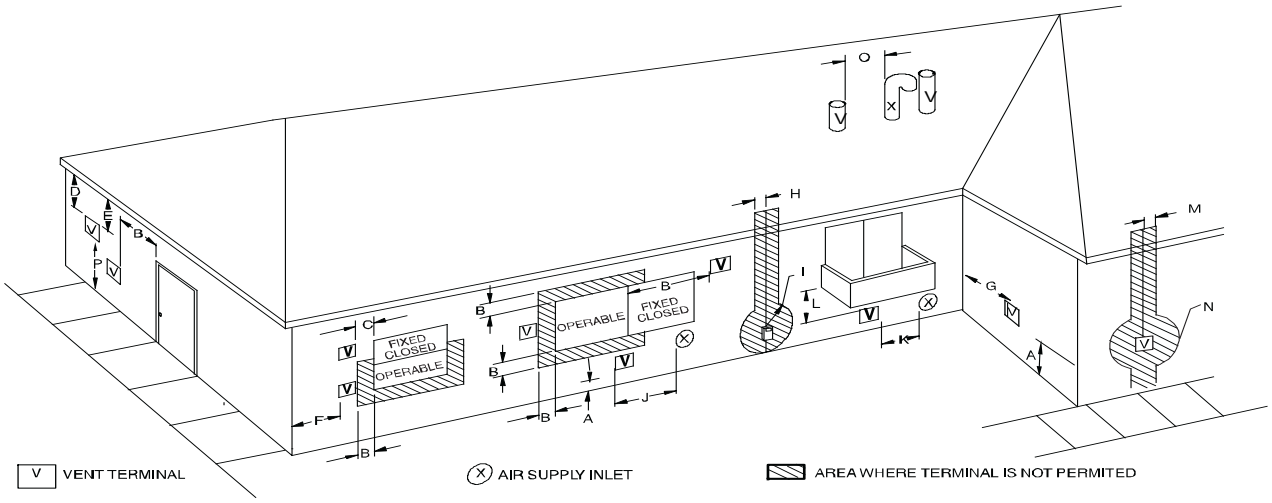
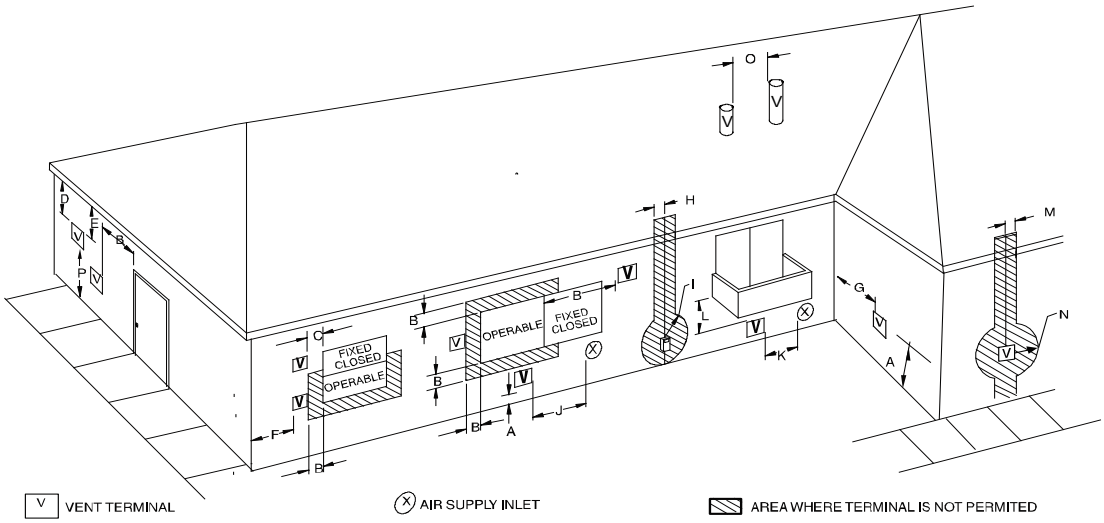
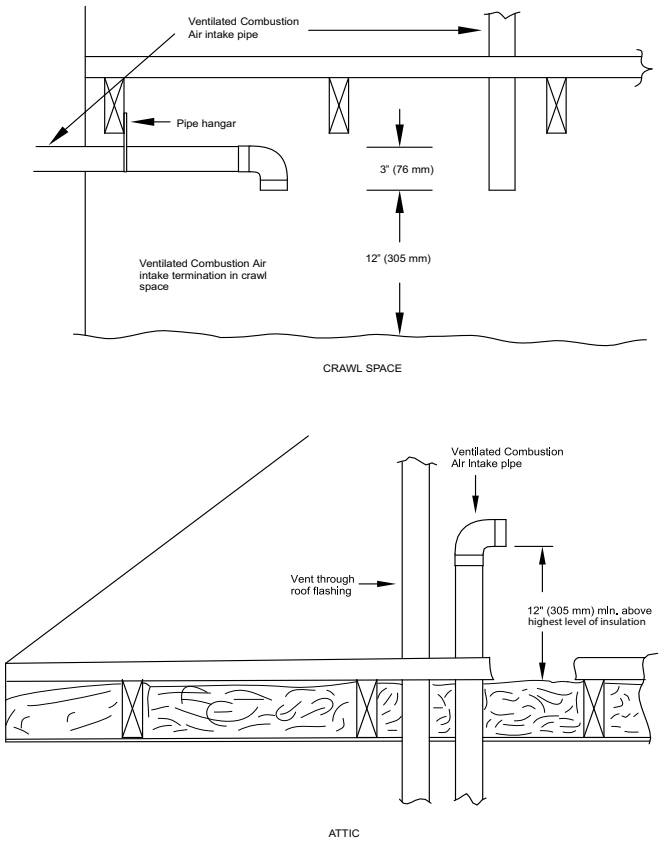

Fig. 43 – Direct Vent Termination Clearance
Fig. 44 – Ventilated Combustion Air and Non-Direct Vent Termination Clearance
Fig. 47 – Vent Terminations for Ventilated Combustion Air A10497
In a direct-vent (2-pipe) system, all air for combustion is taken directly from outdoor atmosphere, and all flue products are discharged to outdoor atmosphere. Combustion-air and vent pipes must terminate together in the same atmospheric pressure zone, either through the roof (preferred) or a sidewall. See Fig. 43 for references to clearances required by National code authorities.
In a ventilated combustion air option, the vent terminates and discharges the flue products directly to the outdoors similar to a direct vent system. See Fig. 44 for references to clearances required by National code authorities.
In a non direct-vent (1-pipe) system, all air for combustion is taken from the area adjacent to furnace, and all flue products are discharged to outdoor atmosphere. Air for combustion must be supplied as described in the Air For Combustion and Ventilation Section. Do not use an abandoned chimney to supply outside air to the furnace. See Fig. 44 for references to vent clearances required by National code authorities.
For vent termination clearance, references to National codes are shown in Fig. 43 for Direct Vent/2-Pipe system and Fig. 44 for Ventilated Combustion Air/Non-direct Vent/1-Pipe system. For exterior termination arrangements, refer to Fig. 40 for Direct Vent/2-Pipe system and Fig. 41 for Ventilated Combustion Air/Non-Direct/1-Pipe system. Contact Local code authorities for other requirements to and/or exemptions from the National codes shown in the figures.
1. Comply with all clearance requirements stated in Fig. 43 or Fig. 44 per application.
Direct vent (2-pipe) vent and combustion air pipes must terminate outside the structure. See Fig. 43 For references to vent clearances required by National code authorities. Allowable vent and combustion air terminations are shown in Fig. 40.
The vent pipe for a Non Direct Vent (1-pipe) system must terminate outdoors. See Fig. 44 for references to vent clearances required by National Code authorities. Allowable vent terminations are shown in Fig. 41.
The vent pipe for a Ventilated Combustion Air System must terminate outdoors. See Fig. 44 for references to vent clearances required by National code authorities. Allowable vent terminations are shown in Fig. 41. The combustion air pipe terminates in a well-ventilated attic or crawl space. Follow the clearances as shown in Fig. 47.